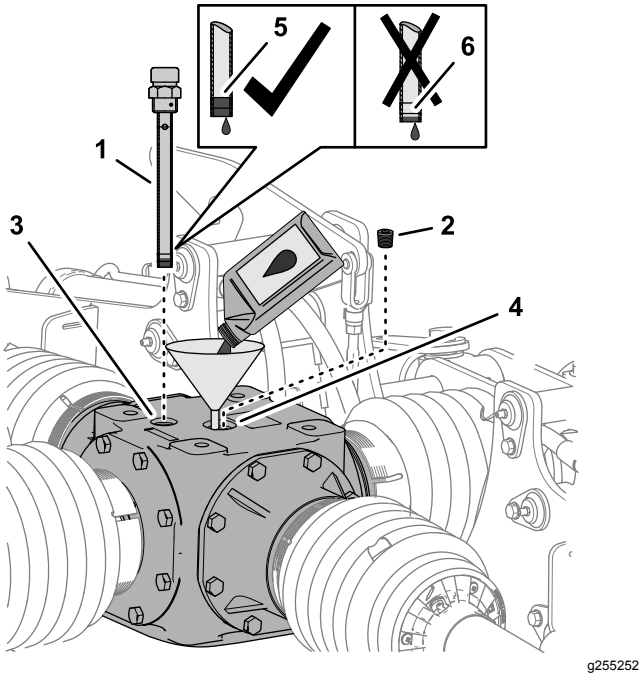

Figur 55
1. Ta ut mätstickan ur mätstickans öppning längst upp på mittväxellådan och torka av mätstickan (Figur 55).
2. Ta bort påfyllningspluggen från påfyllningsöppningen på växellådans ovansida (Figur 55).
3. Tillsätt 1,774 l av angivet smörjmedel i växellådan genom påfyllningsöppningen (Figur 55).
4. Gänga fast mätstickan i öppningen, ta bort mätstickan och kontrollera smörjmedelsnivån (Figur 55).
6. Gänga fast mätstickan i påfyllningsöppningen och dra åt mätstickan (Figur 55).
7. Montera påfyllningspluggen i påfyllningsöppningen och dra åt pluggen (Figur 55).